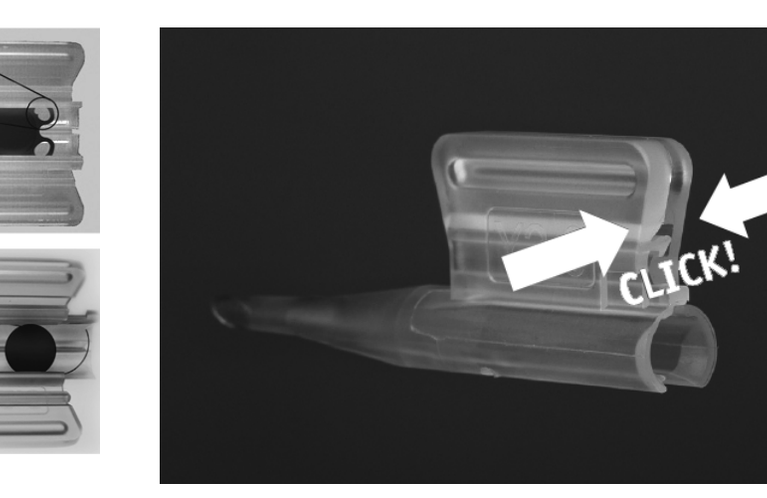

Fig. 4
5. Chiudere la cartuccia fino a sentire uno scatto. (fig. 4) **Verificare che fra le alette della cartuccia non sia presente materiale della IOL.** Nelle IOL a 3 pezzi, l'haptic posteriore deve protrudere dalla cartuccia. (fig. 4a)
5. Feche o cartucho até ouvir um estalido. (fig.4) **Verifique se não existe material da LIO entre as abas do cartucho.** No caso das LIOs de três peças, a peça háptica posterior deve ficar saliente em relação ao cartucho. (fig. 4a)